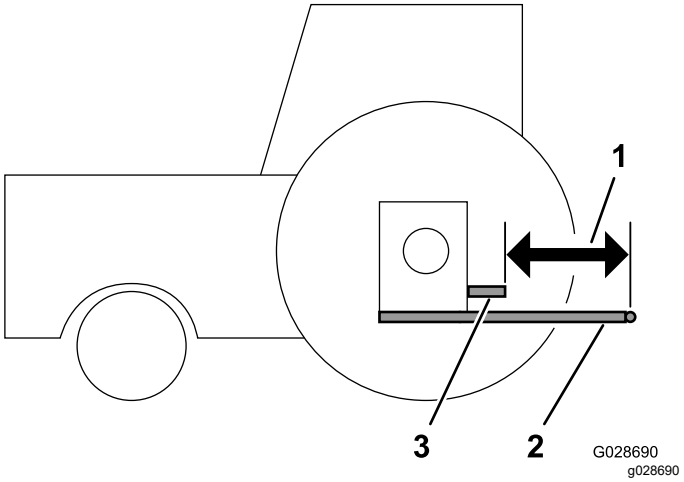

Figur 9
1. Placera en rätskiva över de frihängande armarnas ändar för att göra det enklare att fastställa avståndet mellan armarna och änden på kraftuttagets utgångsaxel (Figur 9).
2. Mät avståndet mellan slutet av kraftuttagets utgångsaxel och fastsättningspunkten på de nedre frihängande armarna (Figur 9). Anteckna måttet här: